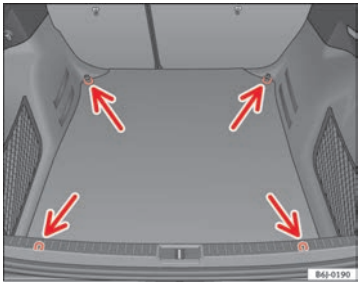

Fig. 94 Location of fastening rings in luggage compartment
– Use the fastening rings to secure the load ⇒ Fig. 94 -arrows-.